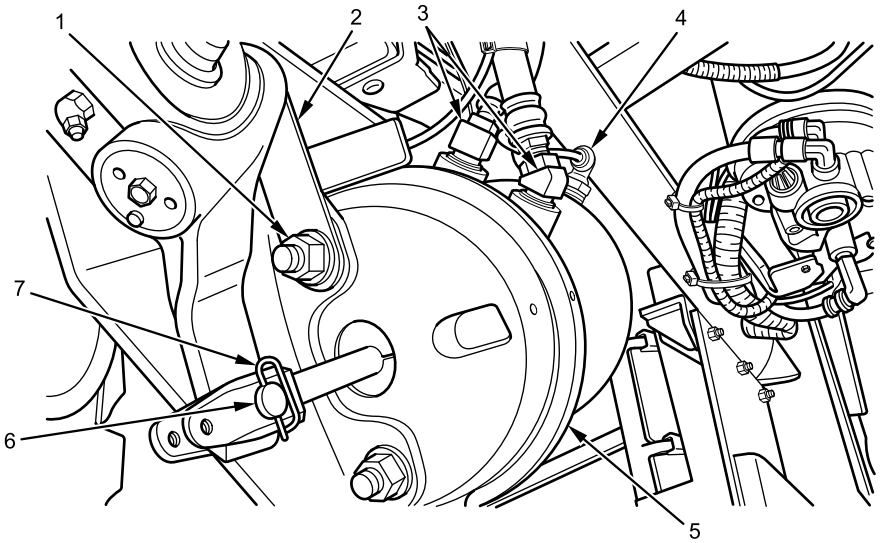

Figure 5. Air Chamber Slack Adjuster with One Clevis Pin.
1. Remove clip (Figure 5, Item 7) and clevis pin (Figure 5, Item 6) from slack adjuster. Discard clip.
2. Disconnect air vent nylon hose (Figure 5, Item 4) from air chamber (Figure 5, Item 5).
3. Remove two air line hoses (Figure 5, Item 3) from rear air brake chamber (Figure 5, Item 5).
4. Remove two nuts (Figure 5, Item 1), two washers, and air chamber (Figure 5, Item 6) from air chamber bracket (Figure 5, Item 2).